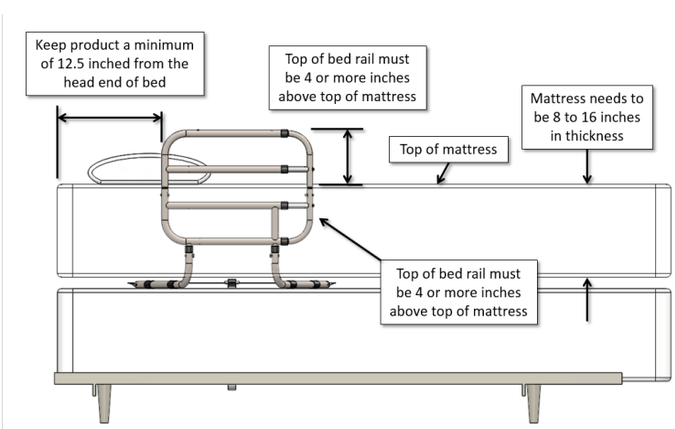

FIGURE 5
3. **Entrapment Warning:** Keep the product 12.5 inches from the head end of the bed to help prevent entrapment issues (see the **Entrapment Prevention Guidelines** sheet provide with these instructions). Also, keeping the Handle height 4 inches or more above the top of the mattress helps prevent user(s) from climbing over the product as shown in Figure 5.